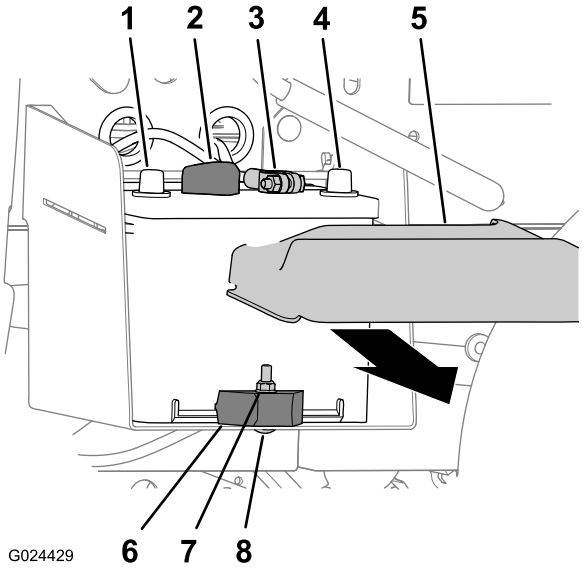

Rysunek 48
1. Ściśnij boki pokrywy akumulatora i zdejmij pokrywę z górnej części akumulatora (Rysunek 48).
2. Odłącz ujemny (czarny) przewód od ujemnego zacisku akumulatora (Rysunek 48).
3. Odłącz dodatni (czerwony) przewód od dodatniego zacisku akumulatora (Rysunek 48).
2. Odkręć nakrętkę zabezpieczającą, wyjmij śrubę podsadzaną i odłącz obejmę akumulatora mocującą akumulator do tacy akumulatora (Rysunek 48).
3. Zdejmij akumulator z tacy akumulatora (Rysunek 48).
1. Ustaw akumulator na tacy akumulatora w pojeździe (Rysunek 48).
Informacja: Upewnij się, że dodatni i ujemny biegun akumulatora znajdują się jak na Rysunek 48.
2. Używając zacisku akumulatora, śruby podsadzanej i nakrętki zabezpieczającej zamocuj akumulator do tacy akumulatora (Rysunek 48).
1. Podłącz dodatni (czerwony) przewód do dodatniego zacisku akumulatora (Rysunek 48).
2. Podłącz ujemny (czarny) przewód do ujemnego zacisku akumulatora (Rysunek 48).
3. Załóż pokrywę akumulatora na górną część akumulatora (Rysunek 48).